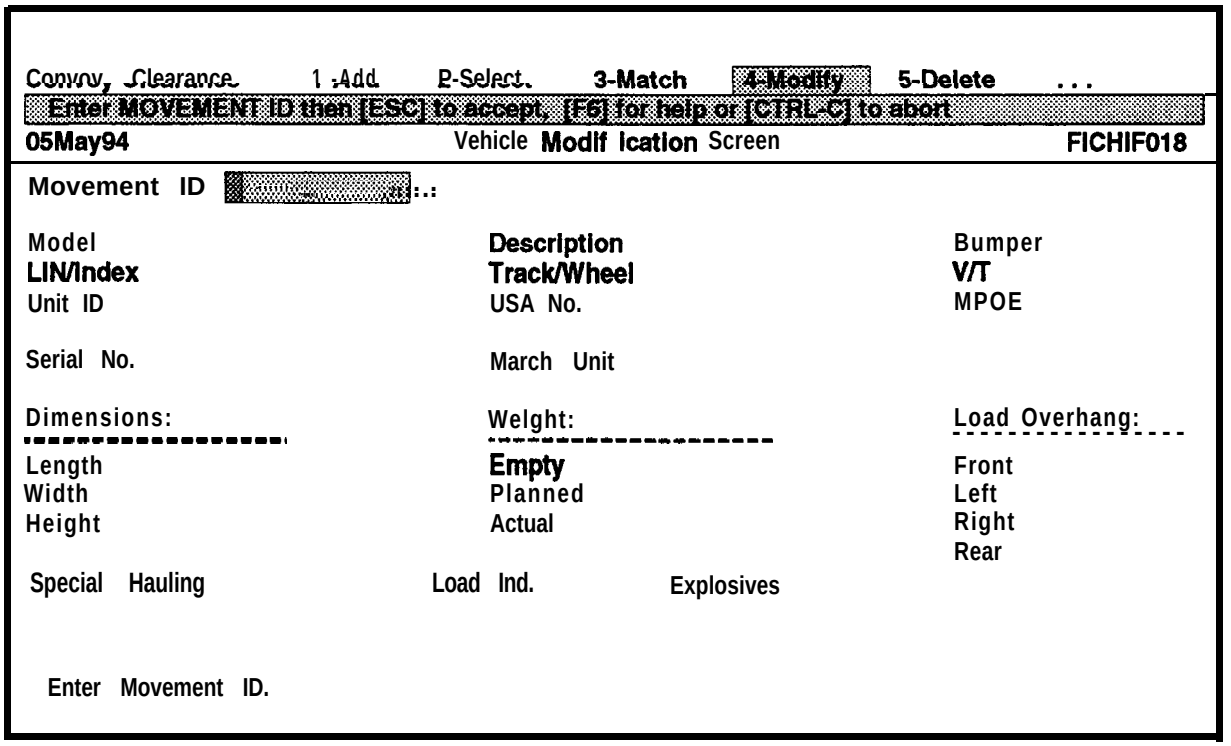

Figure 7-14. Vehicle Modification Screen
c. From the Convoy Clearance: ring menu, select **Modify** to display the Vehicle Modification Screen shown in Figure 7-14.